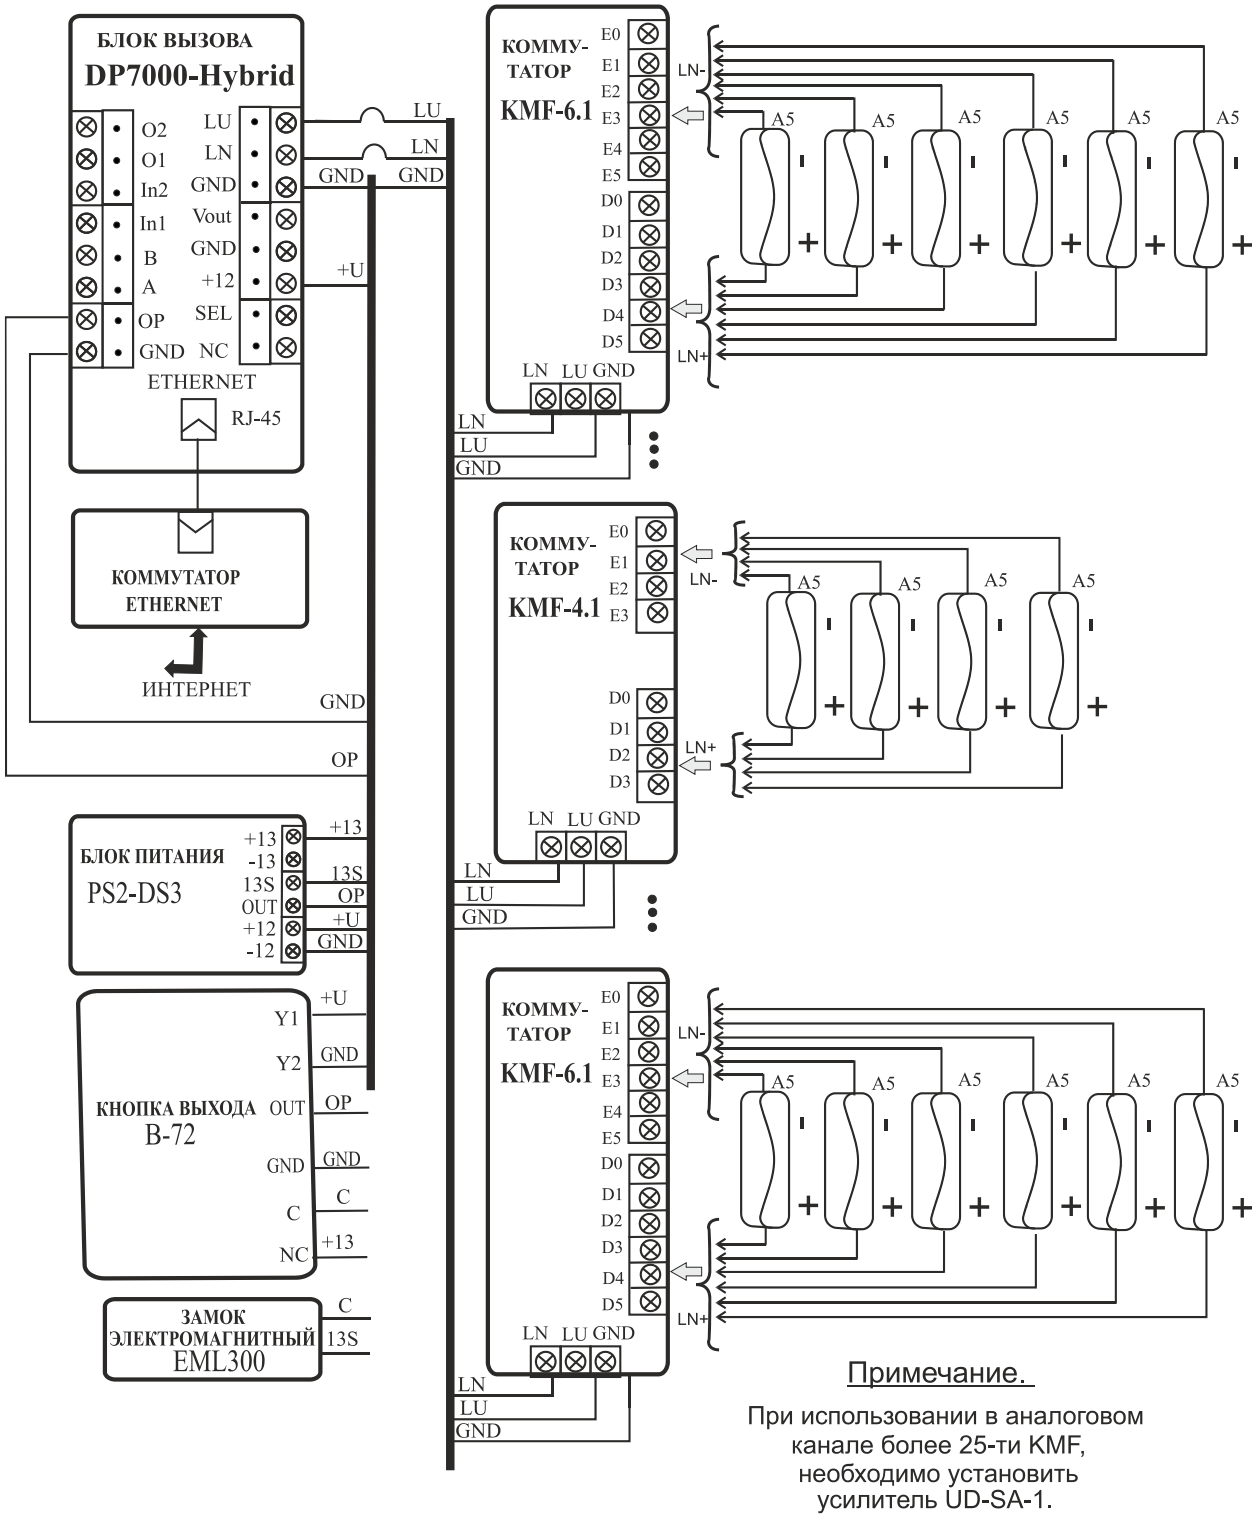

Рис.7 Подключение одного БВ к KMF-4.1, KMF-6.1
- Рис.7 Подключение одного БВ к KMF-4.1, KMF-6.1.
- для **KMF-4.1V** (рис.7) клемма «+» АУ – к контактам +1…+4 коммутатора, клемма «-» – к контактам -1…-4 коммутатора.